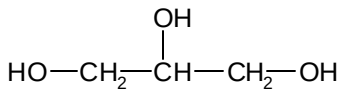

Figure 5: Structure of glycerol (with three hydroxyl groups, sites for crosslinking).
Crosslinked polyesters are formed by a similar process except that a molecule containing three or more hydroxyl (OH) groups is used instead of a molecule containing two hydroxyl groups. The result is that even after two hydroxyl groups react to form the linear polyester, one hydroxyl group remains. Reaction of these remaining hydroxyl groups, from different polymer chains, with phthalic anhydride forms the covalent crosslinks between the polymer chains. Glycerol (which is also known as glycerine), $HOCH_2CH(OH)CH_2OH$, can used to form the crosslinked polyester (Figure 5).